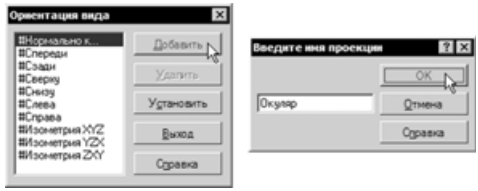

Рис. 1.32
- В диалоговом окне **Ориентация вида** нажмите кнопку **Добавить** и введите имя нового вида (рис. 1.32).